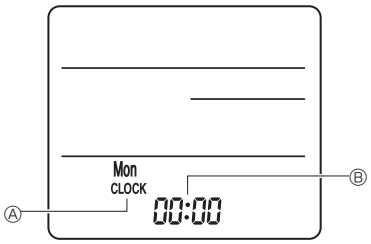

Fig. 6-4
3) Réglage (Réglage de l'horloge) (Fig. 6-4)
① Insérez les piles ou appuyez sur la touche ● CLOCK à l'aide d'un objet pointu.